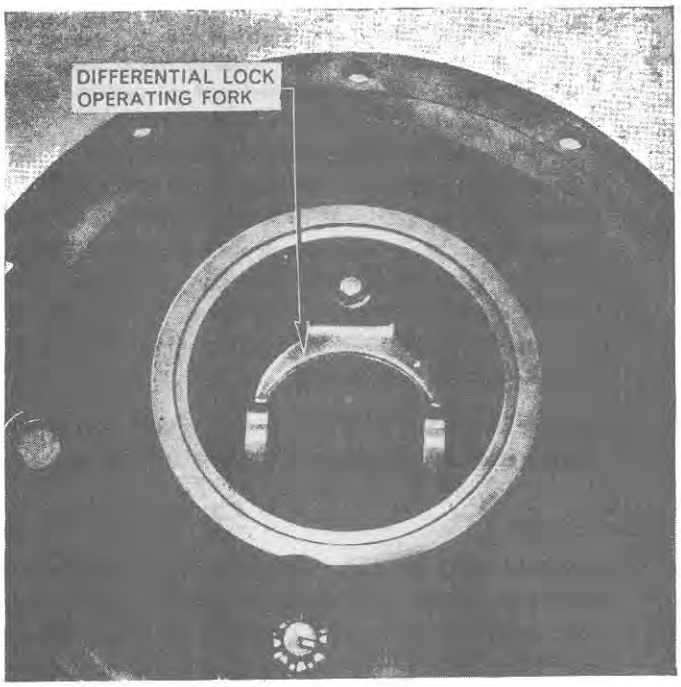

Figure 21
5. Remove the differential lock operating fork and cross shaft, Figure 21, from the right-hand axle housing.